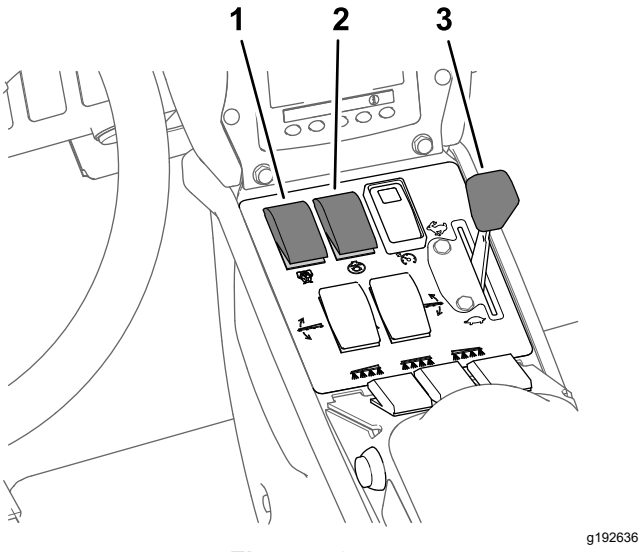

Figuur 42
8. Zet de mengschakelaar en de schakelaar van de spuitpomp in de stand AAN (Figuur 42).
9. Zet de gashendel op SNEL (Figuur 42).
Opmerking: Deze procedure gaat ervan uit dat de spuitpomp ingeschakeld is; zie Figuur 42 in Spuiten in de modus gebruiksdosis (bladz. 37).
4. Stel de gashendel in op het gewenste toerental om te spuiten; zie Figuur 42 in Spuiten in de modus gebruiksdosis (bladz. 37).